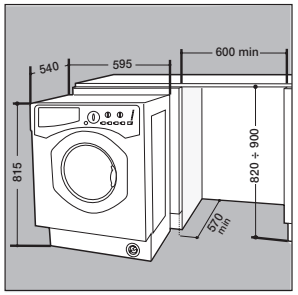

Abb. 6
- Schieben Sie die maschine in die Öffnung und passen Sie sie der Möbelfront an *(abb. 6)*.